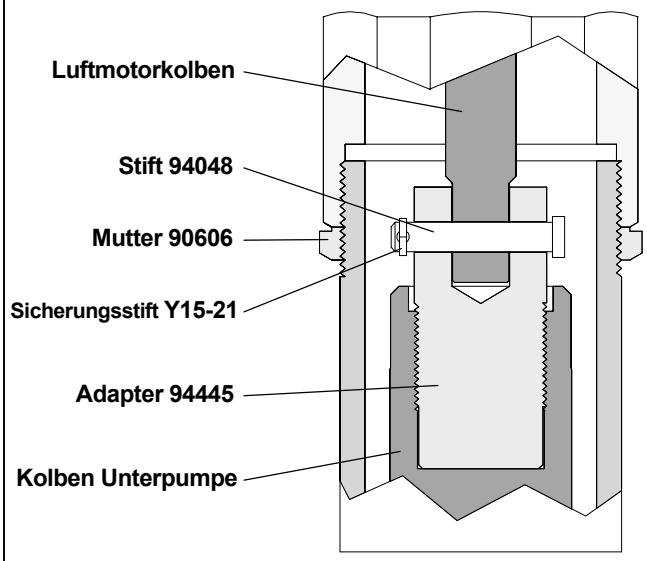

Bild 2
1. Lösen Sie die Mutter (90606) und schrauben die Pumpe vom Luftmotor ab. Nun gelangen Sie an den Adapter (94445, Bild 2).